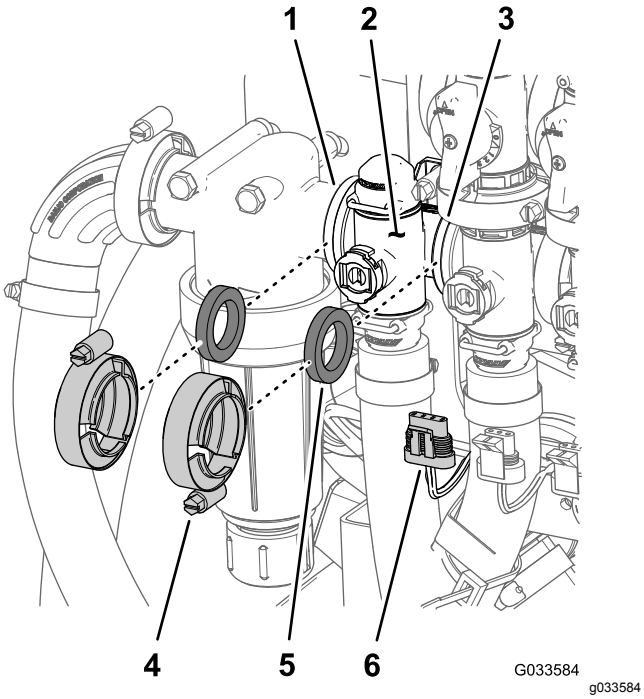

Figur 113
1. Ta bort de två flänsklämmorna och packningarna som fäster sprutmängdsventilens grenrör (Figur 113) vid tryckfiltret och omrörningsventilen.